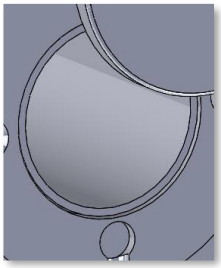

Abb. 4
6) Auf eine einwandfreie Funktion des Deckels achten. Dazu etwaige Kleberückstände entfernen und prüfen, dass der Deckel nicht durch den Rohrkorpus behindert wird (Abb. 4).